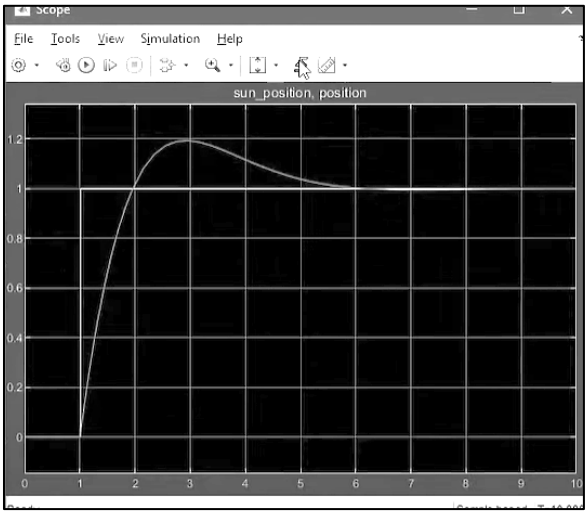

Figure 8
5. Run the simulation and use the scopes to observe the model outputs, which should look like Figure 8.